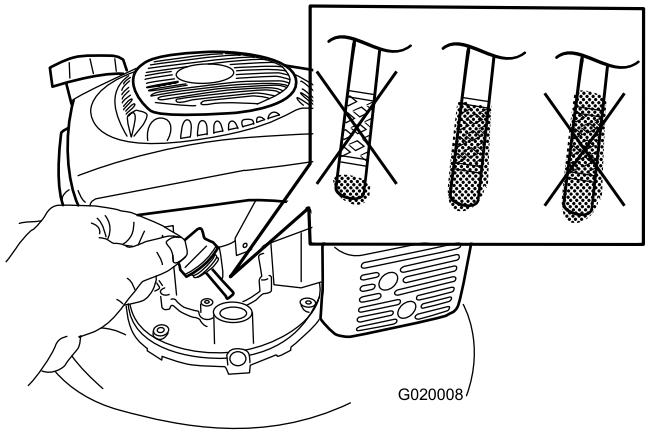

**Figuur 5**
1. Verwijder de peilstok (Figuur 5).
2. Giet **langzaam** olie in de vulopening totdat het peil de Vol-markering op de peilstok bereikt (Figuur 5). **Niet te vol vullen.** (Maximaal vullen: 0,59 l, type: 10W-30 of SAE 30 reinigingsolie met onderhoudsclassificatie SJ van het American Petroleum Institute (API) of hoger.)
**Opmerking:** Telkens als u het oliepeil controleert, dient u de peilstok te verwijderen en schoon te wrijven. Vervolgens brengt u de peilstok in de olievulnek (de peilstok er **niet** inschroeven) en trekt u de peilstok er weer uit om het peil te controleren (Figuur 5).